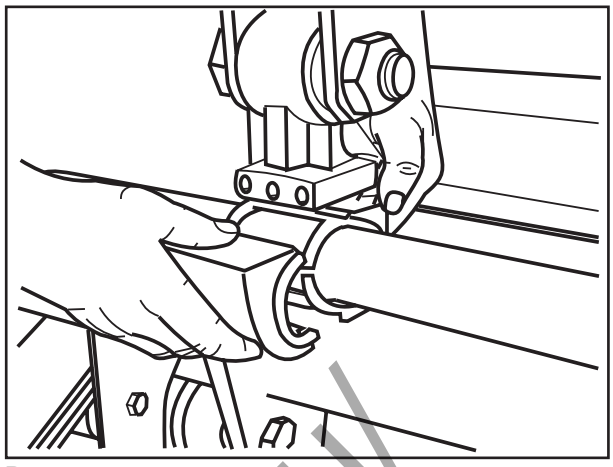

Рис. 7
(13) Установить полувтулки так, чтобы уплотнения находились в пазах (рис. 7).